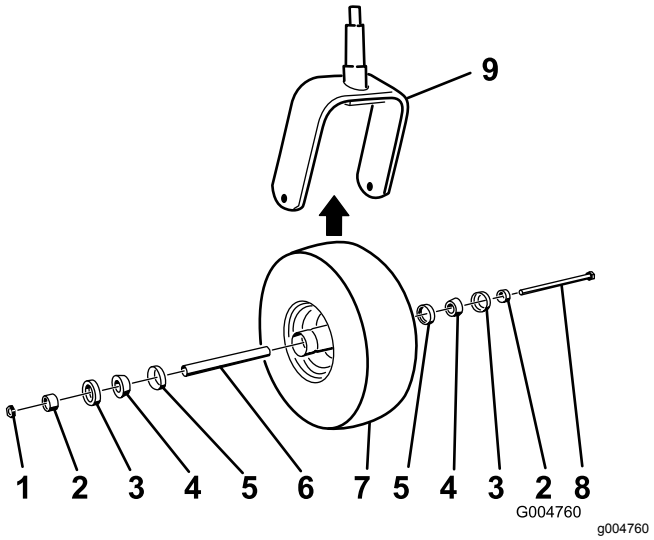

図 42
2. 端子ボルトからナットを外す図 42。
5. コーンベアリングにグリスをパックし、ベアリングとシールをホイールハブに入れ、図 42に示すようにキャスタホイールを組み付ける